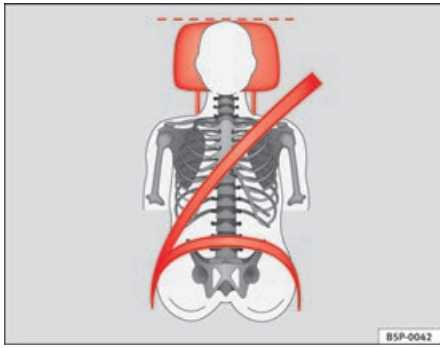
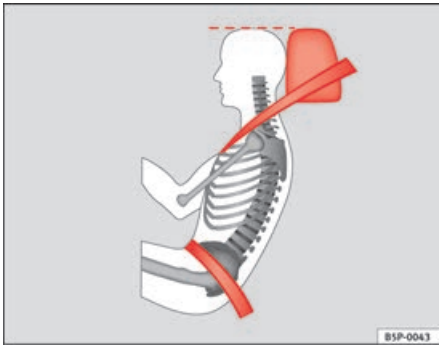

Fig. 72 Front view: head restraints and seat belts correctly adjusted
Fig. 73 Side view: head restraints and seat belts correctly adjusted
– Adjust the head restraint so that its upper edge is at the same level as the top of your head, or as close as possible to the same level as the top of your head and, as a very minimum at eye level ⇒ fig. 72 and ⇒ fig. 73.